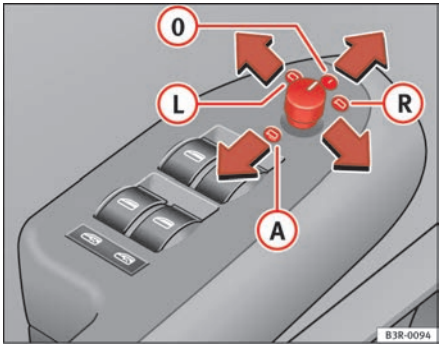

Fig. 105 Detailed view of the armrest: Adjuster knob
– Turn the adjuster knob to position ⇒ page 132, fig. 105 (L) (left exterior mirror) or position (R) (right exterior mirror).
When reverse gear is engaged, the mirror surface tilts slightly downwards, provided the mirror control is switched to the exterior mirror on the passenger's side (knob in position (R) ⇒ page 132, fig. 105). This provides a better view of the kerb when parking.